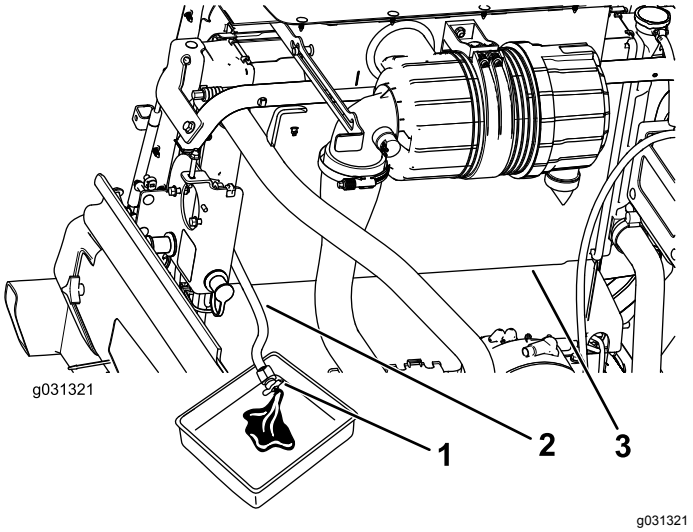

**Figur 124**
3. Placer kølerdrænslangen i drænbakken, åbn aftapningsventilen på kølerslangen og dræn væske ned i en drænbakke (Figur 124).
4. Luk ventilen på kølerdrænslangen (Figur 124).